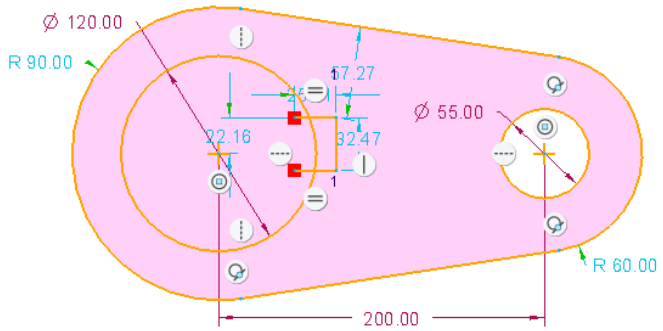

Figure 3-32 *Sketch of the keyway with weak dimensions and constraints*
2. Draw the keyway, as shown in Figure 3-32; the weak dimensions and constraints are automatically applied to the sketch of the keyway.